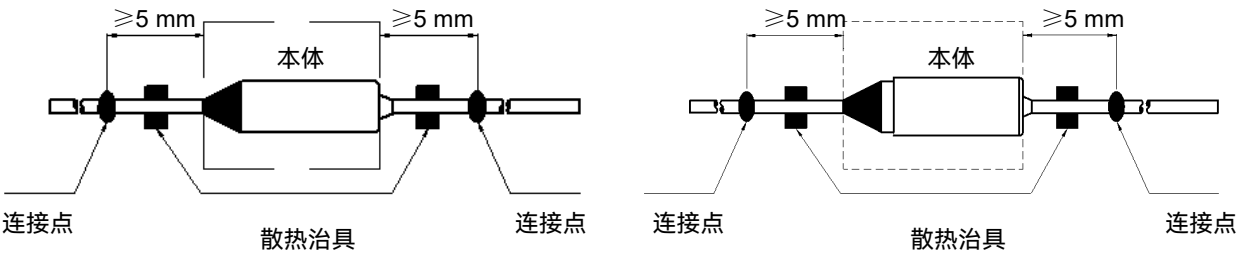

图2
2. 引线上的连接点距离温度保险丝本体应 ≥ 5 mm（参考图2）。
3. 在钎焊过程中，焊点与温度保险丝之间应使用散热装置（参考图2）。
3. 在点焊过程中，焊点与温度保险丝之间应使用散热装置（参考图2）。